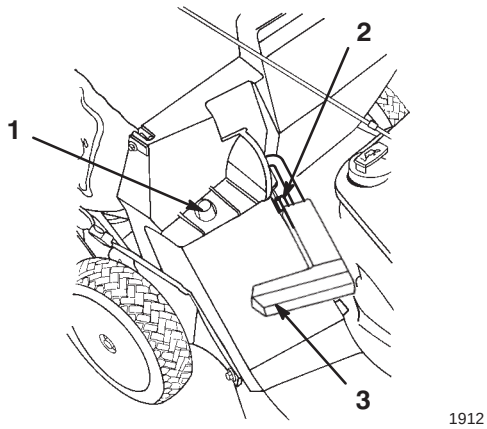

Bild 14
2. Stellen Sie sicher, dass der Griff an der Auswurfkanalklappe ganz nach vorne gestellt wird und dass der Stift den Riegel berührt (Bild 14).
3. Schieben Sie das Loch im Korbrahmen auf den Haltepfosten am Gehäuse (Bild 14).
2. Heben Sie den Griff der Auswurfkanalklappe an und ziehen ihn nach vorne, bis der Stift den Riegel berührt (Bild 14).